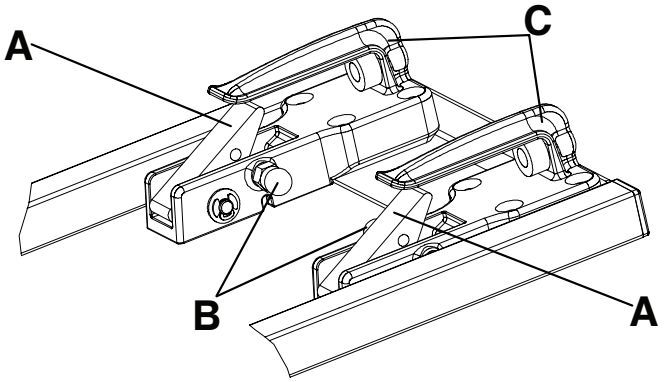

Abbildung 18 – Zweistufige Verriegelung
Hinweis - Das Schnappschlossgehäuse am Fußende ist mit einer zweistufigen Verriegelung ausgestattet (Abbildung 18). Wenn die Trage im Befestigungssystem arretiert ist, springt die rote Entriegelungstaste in ihre Ausgangsposition zurück.
Um die Trage aus der zweistufigen Verriegelung freizugeben, die beiden roten Freigabeknöpfe (B) an der Innenseite der vorderen Haltehaken (C) ziehen (Abbildung 18).